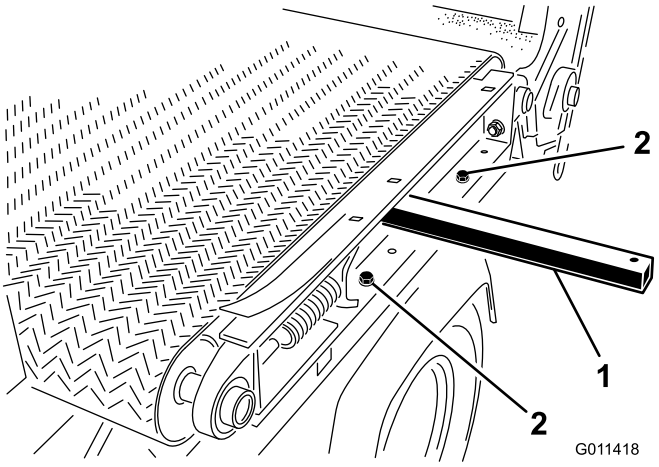

**Figuur 35**
7. Verwijder de (2) tapbouten, ringen en moer aan de linkerkant van de machine waarmee de glijband aan het frame is bevestigd (Figuur 35).
- Breng een hefstang aan in het gat aan de linkerkant van de machine en breng de hefstang omhoog om de glijband op te heffen (Figuur 35).